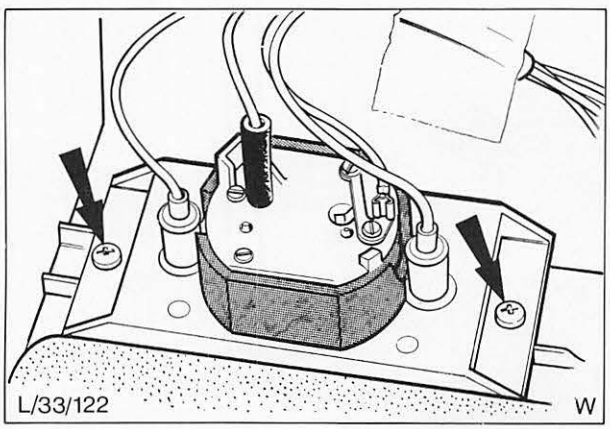

Abb. 20 Befestigungsschrauben – Zeituhr
6. Uhr in die Konsolenblende einsetzen und mit Schrauben sichern, Abb. 20.